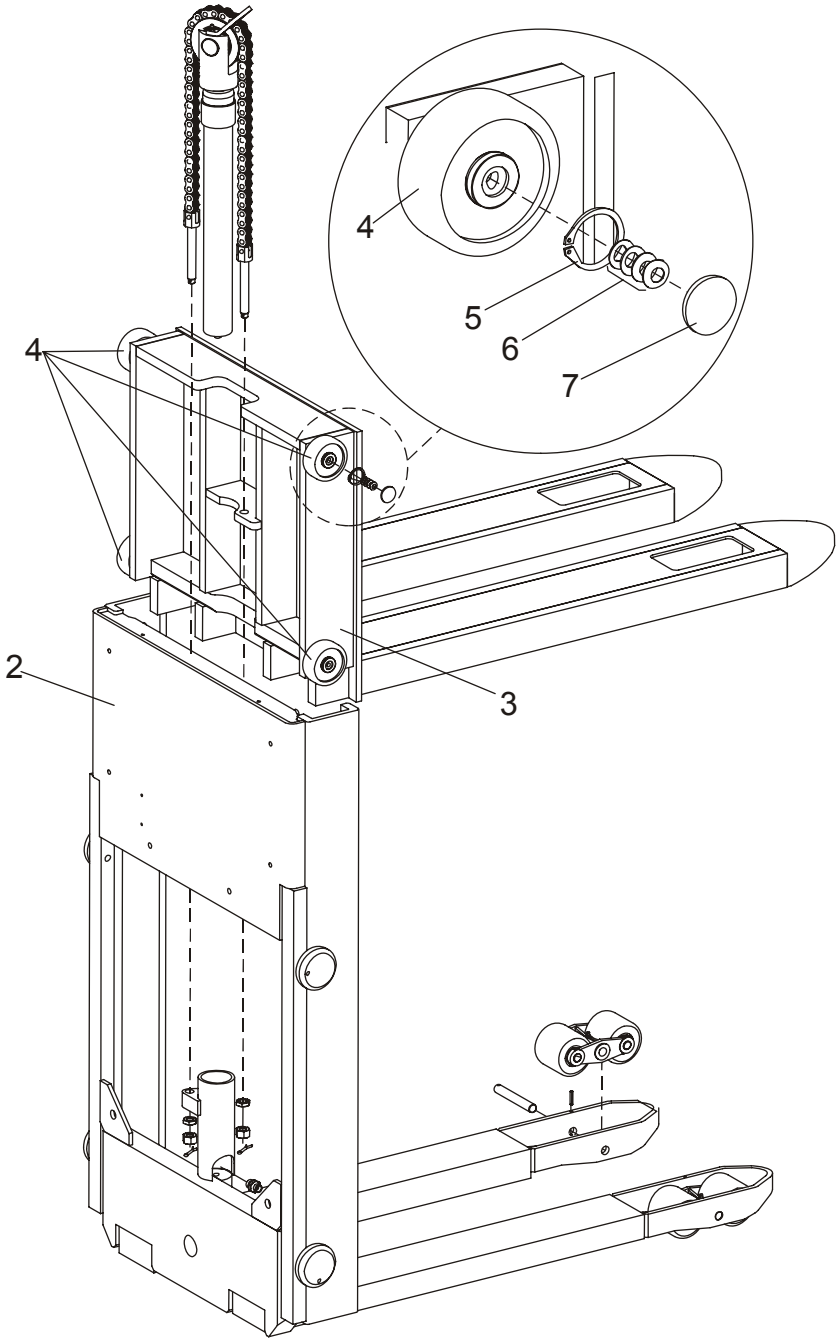

Fig. 1 Gabelträger
- Inspizieren Sie die Führungen Fig. 1(7) auf ungleichmäßigen oder abnormalen Verschleiß.
- Minimieren Sie das Spiel zwischen der Führung und dem Hubmastträger mithilfe der 2-4 Tellerfedern Fig. 1 (6).
- Entfernen Sie die Führung Fig. 1 (7) und die Tellerfedern Fig. 1 (6), bauen Sie den Nutring Fig. 1 (5) auseinander und entfernen Sie die Rolle Fig. 1 (4).